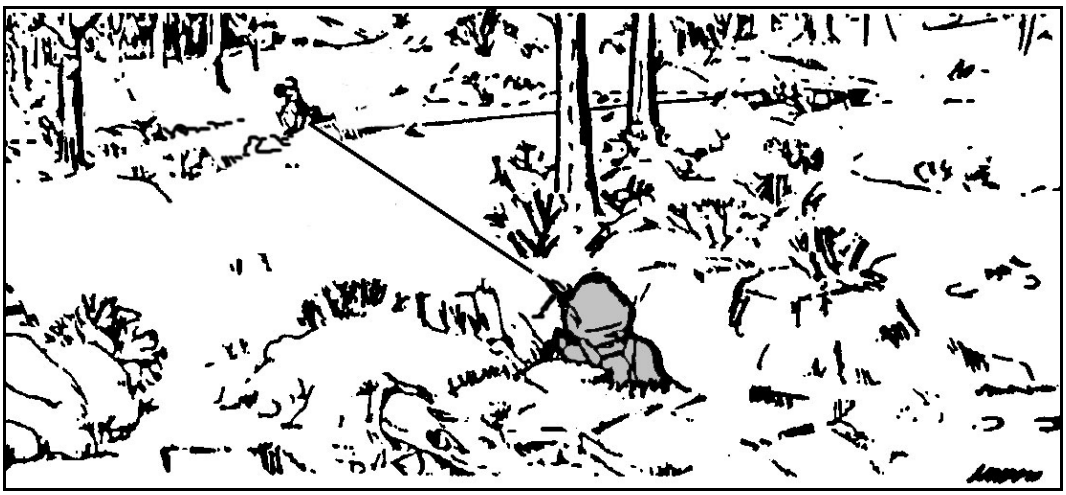

Figure 5-10. Engagement of point target.
(1) *Point Target.* When engaging a point target, the gunner uses fixed fire (Figure 5-10). If the target moves after the initial burst, the gunner adjusts fire onto the target by following its movement.